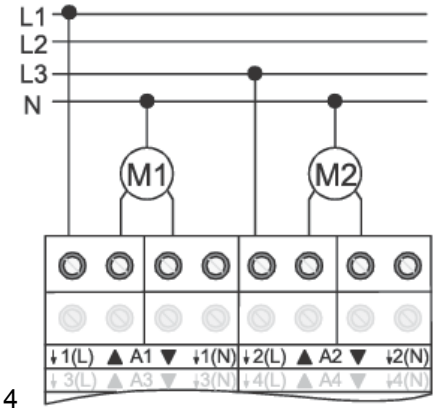

Bild 4
- Antriebe anschließen (Bild 4).
- Verwendung **230 V** auf Etikett kennzeinen (Bild 4).